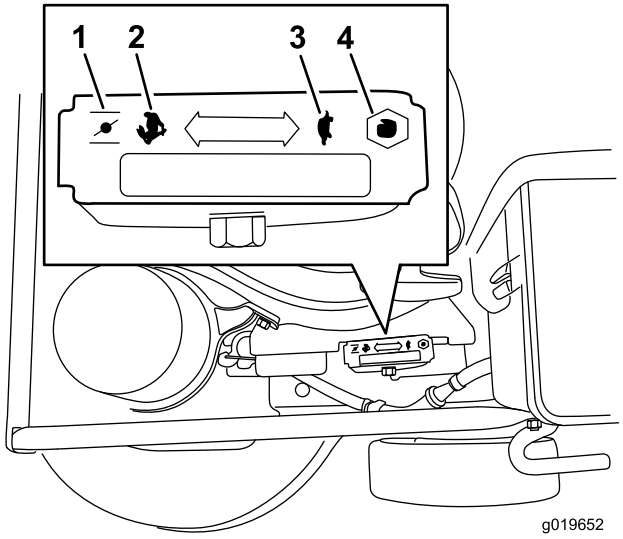

Figura 7
3. Mueva el control del acelerador a la posición de **Estárter** (Figura 7).